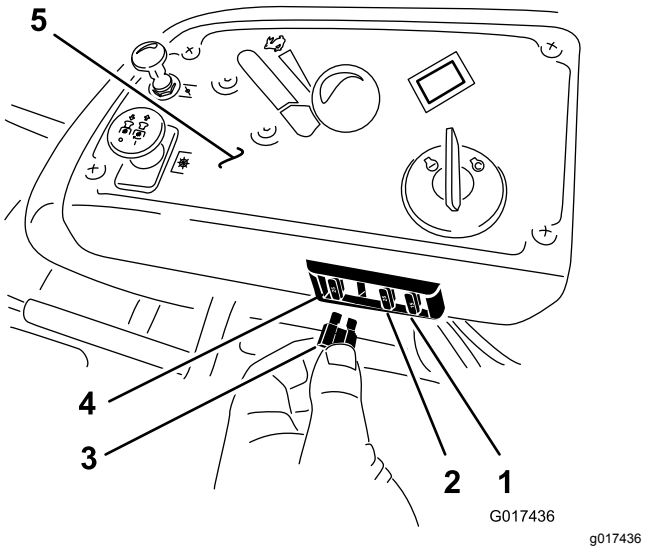

図 53
ヒューズは運転席右側のコンソールの中にある図 53。
2. 新しいヒューズを取り付ける図 53。